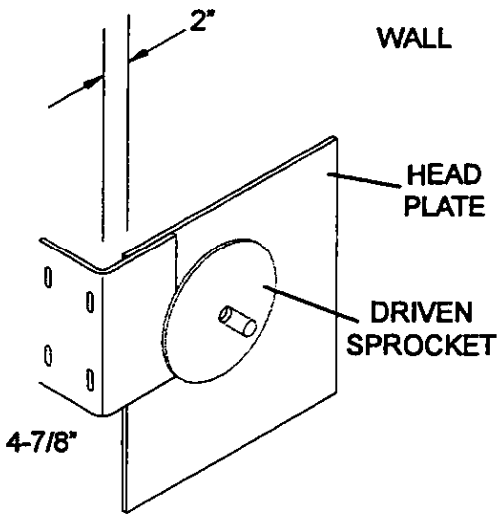

FIGURE 7
NOTE: For new installations, the headplate should have stud bolts welded in the plate for faster installation. If bolts are not present, the mounting bracket may be welded to the headplate after it has been clamped to the headplate according to the dimensions shown in Figure 7. If welding is required, use the Top of Hood mounting bracket P/No. 307341-0001.
- If headplate does not have welded studs, mounting bracket must be welded to headplate. See Figure 7 and NOTE if welding is required.